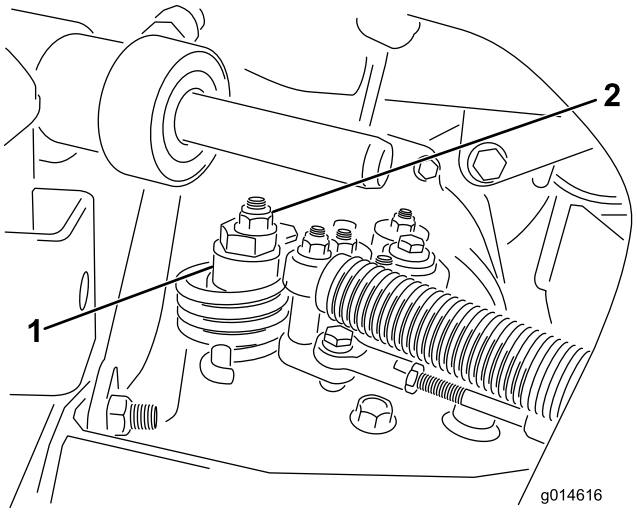

**Figur 48**
A. Løsne mutteren som fester eksenteren til toppen av hydrostaten (Figur 48).
C. Stram eksenteren til den ikke beveger seg i noen retning. Når hjulet ikke lenger roterer, må du stramme mutteren som låser eksenteren og justeringen (Figur 48). Kontroller justeringen med gassen i sakte- og hurtigstillingene.